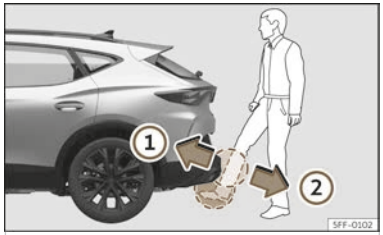

Fig. 86 Rear lid with motion-sensor-controlled opening (Easy Open).
3. With a quick movement, move your foot towards the underside of the bumper ››› Fig. 86 ① (detection zone).
4. Quickly remove your foot from the detection zone ››› Fig. 86 ②.